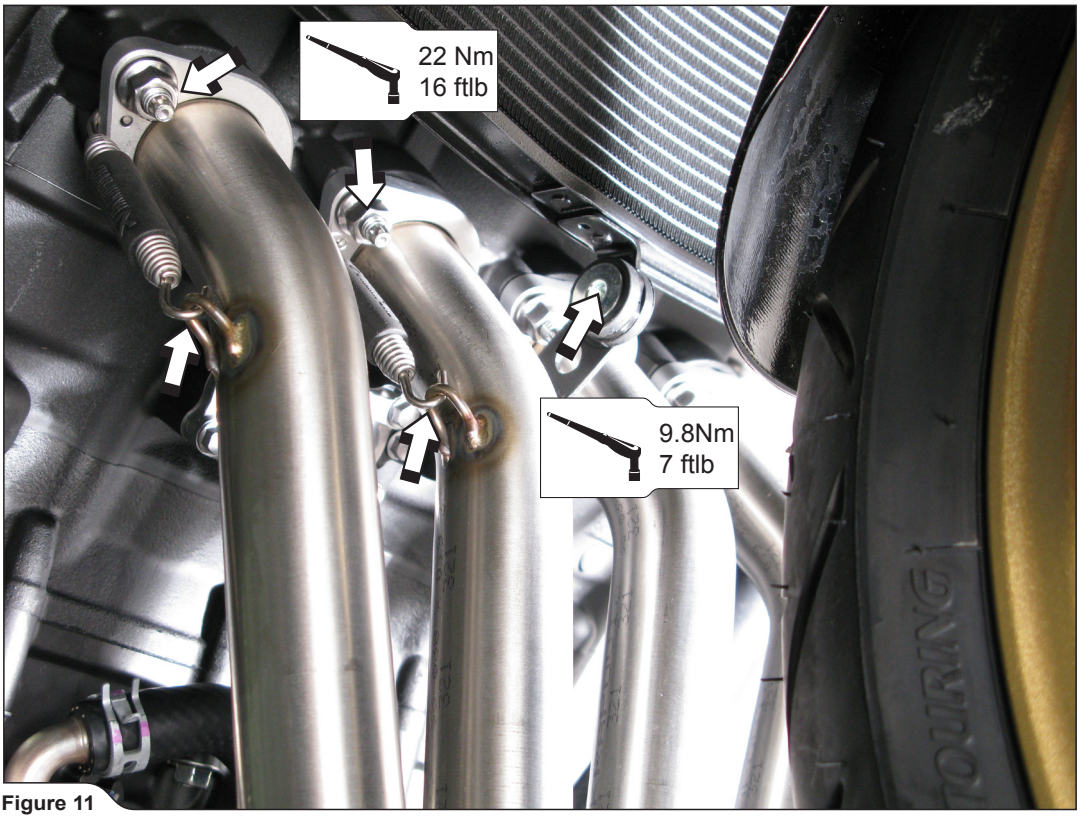

Figure 11
3. **For Akrapovič Racing only:** insert the header tubes into the sleeves, attach all four springs and tighten the nuts to a specified torques. Reattach the cooler to the bracket **(Figure 11).**